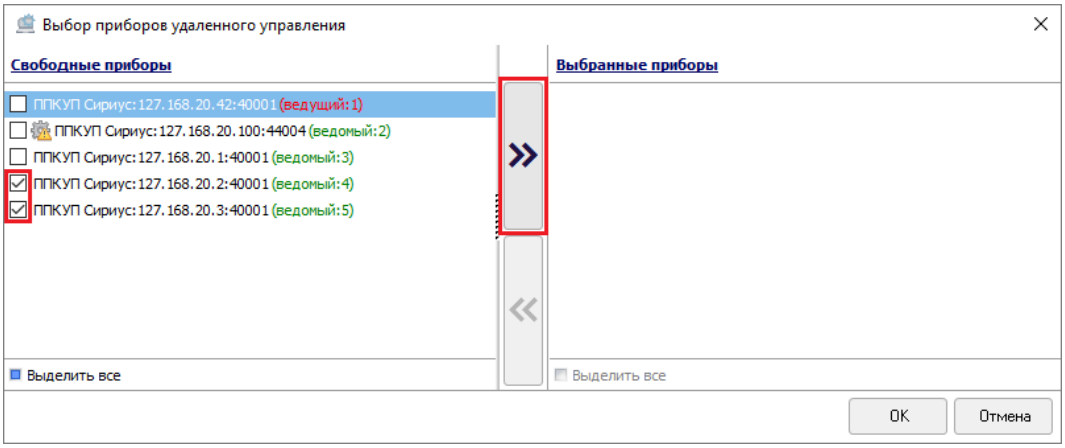

Рисунок 6-265 Выбор ППКУП "Сириус" для добавления межпанельной связи кнопкой переноса
- установите флаги в чекбоксах слева от соответствующих ППКУП «Сириус» в области «Свободные приборы» (чтобы установить/снять флаги для всех ППКУП «Сириус» установите/снимите флаг в чекбоксе «Выделить все» в нижней части области «Свободные приборы») и нажмите кнопку переноса (см. Рисунок 6-265);